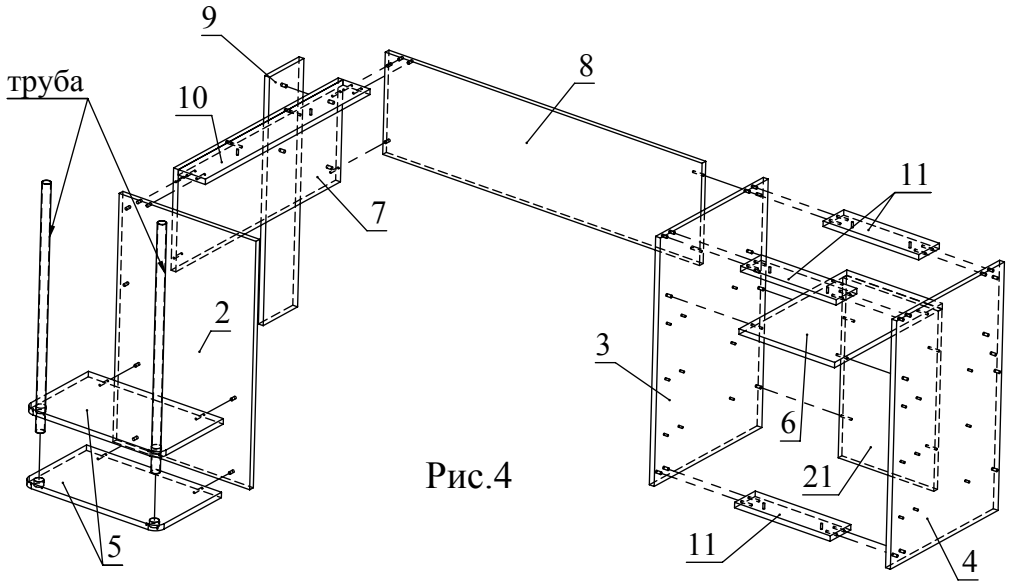

Рис.4
5. При помощи конфирмат скрепить детали 3 и 4 с деталями 6, 11 и 21. Соедините деталь 8 с полученной конструкцией при помощи конфирмат. Стяжками М6 стяните детали 7 и 9 и с помощью конфирмат соедините их с полученной конструкцией.Соедините деталь 10 с детялями 7 и 8 с помощью конфирмат. Установите фланцы на деталях 5, затем соедините их с деталью 2 и с помощью конфирмат скрепите с полученной конструкцией. В трубы вставьте заглушки для трубы и после этого трубы вставьте в детали 5 заглушками вниз, затяните винты на фланцах ключом для фланцов (Рис.4).